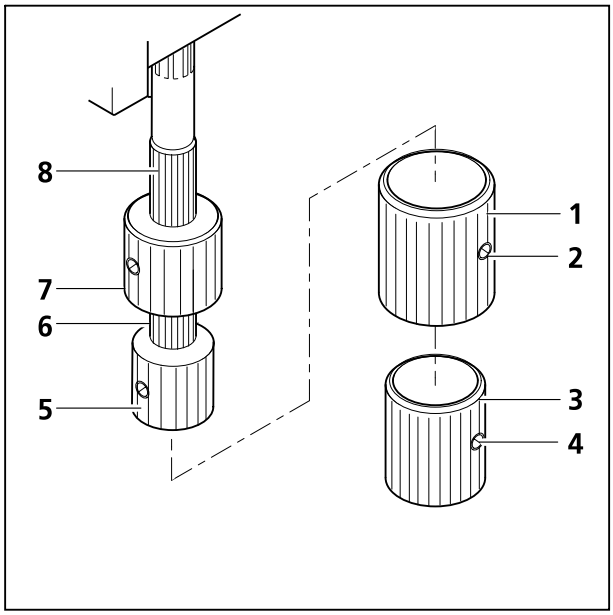

Bild 3-14 Ergonomietrieb einstellen
- Zuerst beide Klemmschrauben (Bild 3-14/**4**) der unteren Zusatzhülse (Bild 3-14/**3**) lösen und diese nach unten abnehmen, danach beide Klemmschrauben (Bild 3-14/**2**) der oberen Zusatzhülse (Bild 3-14/**1**) lösen und diese ebenfalls nach unten abziehen.
(5) Friktion (Gängigkeit) der beiden Triebknöpfe des Ergonomietriebes einstellen
- Ggf. Zusatzhülsen (Bild 3-14/**1** und **3**) von den Triebknöpfen entfernen. Dazu Klemmschrauben lösen.
- X-Triebknopf (Bild 3-14/**5**) nach unten, Y-Triebknopf (Bild 3-14/**7**) nach oben schieben.
- X-Triebknopf (Bild 3-14/**5**) festhalten und darüber liegenden hellen Rändelring (Bild 3-14/**6**) nach rechts (leichtgängig) oder links (schwergängig) drehen, bis gewünschte Gängigkeit erreicht ist.
- Y-Triebknopf (Bild 3-14/**7**) festhalten und darüber liegende helle Rändelhülse (Bild 3-14/**8**) nach rechts (schwergängig) oder links (leichtgängig) drehen, bis gewünschte Gängigkeit erreicht ist.